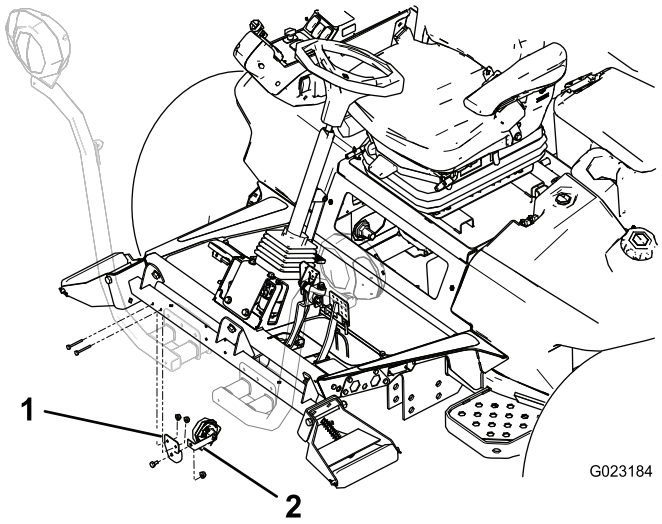

Figure 15
1. Secure the horn strap to the horn bracket with a bolt (3/8 x 5/8 inch) and a flange nut (3/8 inch) as shown in Figure 15.
2. Mount the horn bracket to the back side of the roller-support tube with 2 bolts (1/4 x 2 inches) and nuts (1/4 inch). Rotate the horn so it faces down (Figure 15).